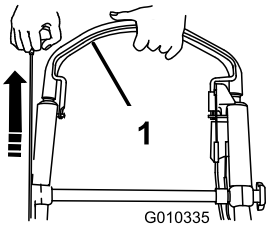

Figuur 24
3. Houd de bedieningsstang van het maaimes tegen de hendel en trek aan de start handgreep(Figuur 24).